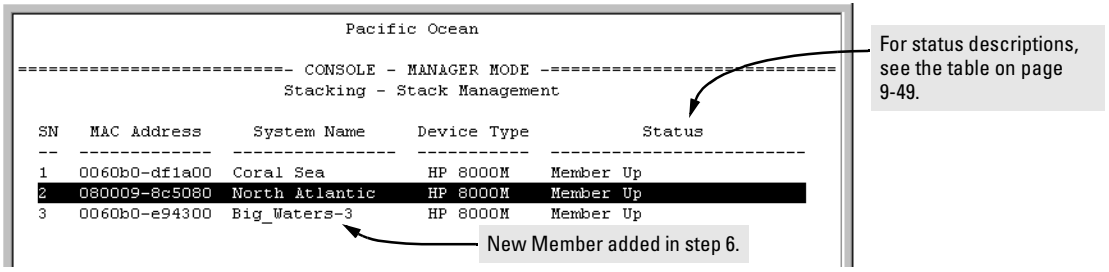

Figure 9-11. Example of Stack Management Screen After New Member Added
6. Press Enter to return to the Actions line, then press S (for **Save**) to complete the Add process for the selected Candidate. You will then see a screen similar to the one in figure 9-11, below, with the newly added Member listed.